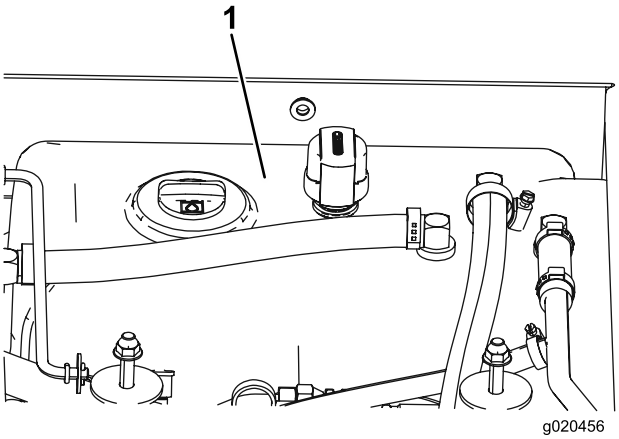

Figuur 72
3. Vul het reservoir (Figuur 72) met hydraulische vloeistof; zie Controleren van de hydraulische vloeistof.